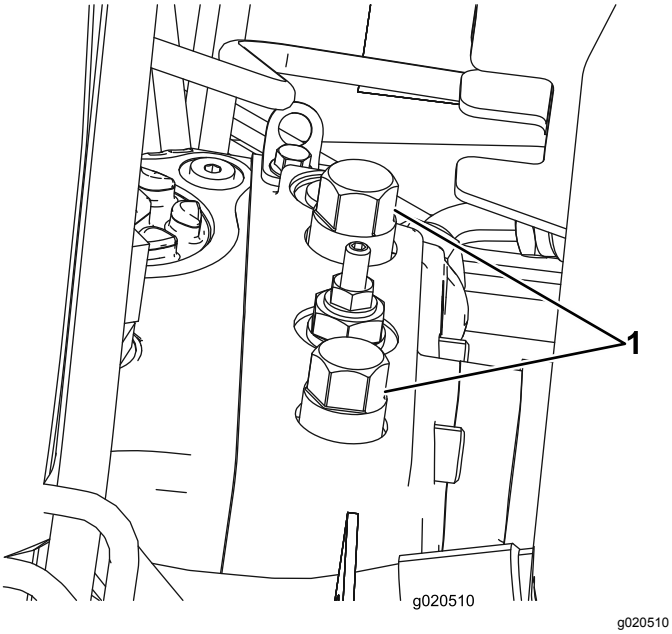

Figuur 40
1. Open de motorkap en zoek de omloopkleppen (Figuur 40) bovenaan de pomp, achter de accu en het opslagcompartiment.